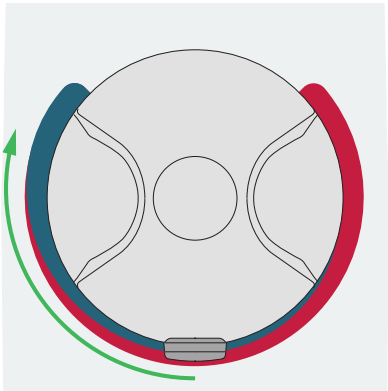

Afbeelding 55
7. Stel de watertemperatuur zo laag mogelijk in, door de knop linksom te draaien. Zie Afbeelding 55.